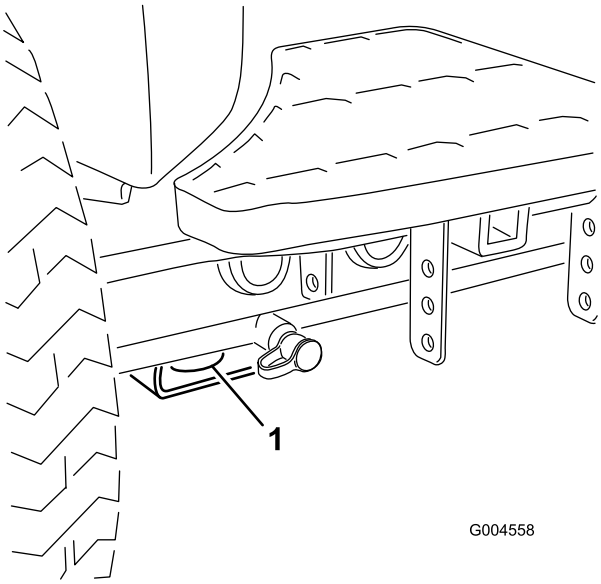
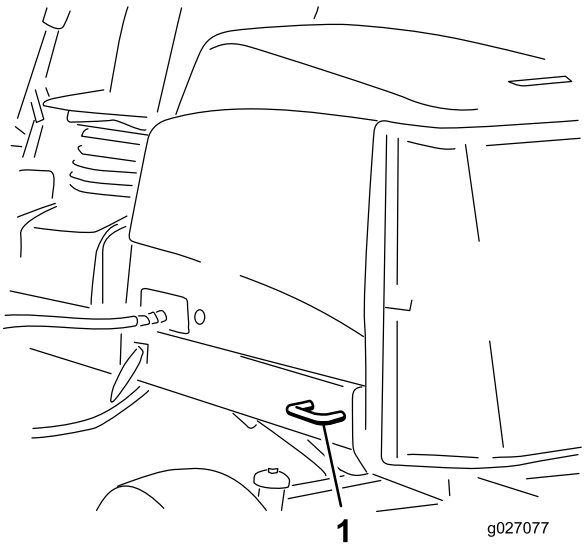

Figur 37
Figur 38
- Fram – hål i det fyrkantiga belägget under axelröret inuti båda framdäcken (Figur 37).
- Bak – på båda sidor av maskinen, på den bakre ramen (Figur 38).
5. Använd fästpunkterna av metall på maskinen för att säkra den på släpvagnen eller lastbilen med hjälp av spännband, kedjor, vajrar eller rep (Figur 37 och Figur 38).
- Fram – hål i det fyrkantiga belägget under axelröret inuti båda framdäcken (Figur 37)
- Bak – på båda sidor av maskinen, på den bakre ramen (Figur 38)